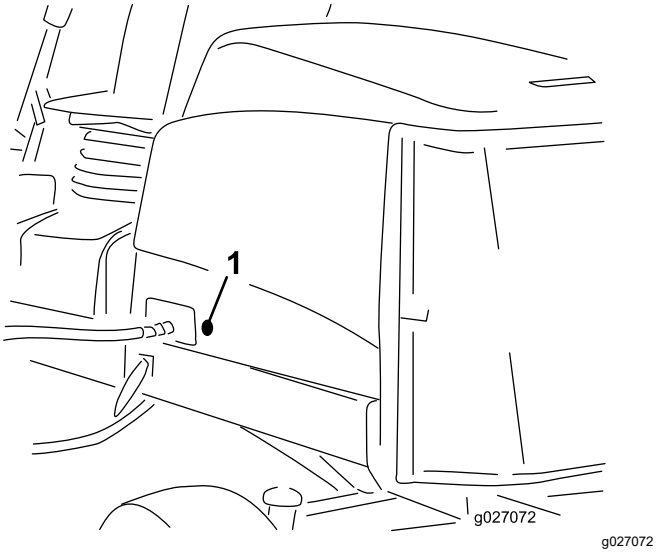

Figur 35
2. Ta bort den gummihylsa som sitter i hålet på motorhuvens vänstra sida (Figur 35).